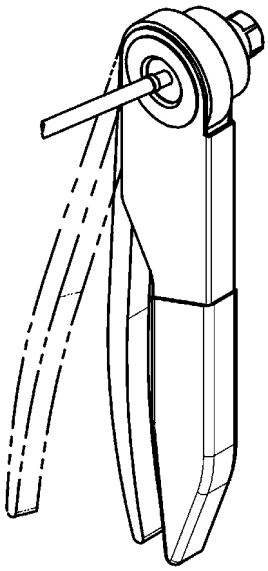
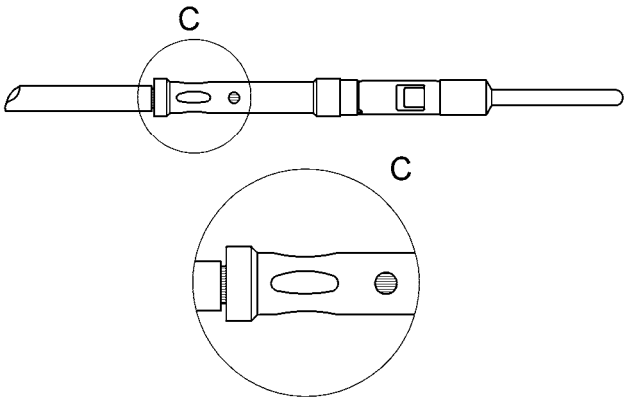

Fig. 13
Fig. 14
Step 2.5: Fully tighten the pliers to perform crimping (Fig. 13). Visually check that the deformation has equally involved the entire crimping area of the contact and that there are no breakages and/or cracks (Fig. 14).